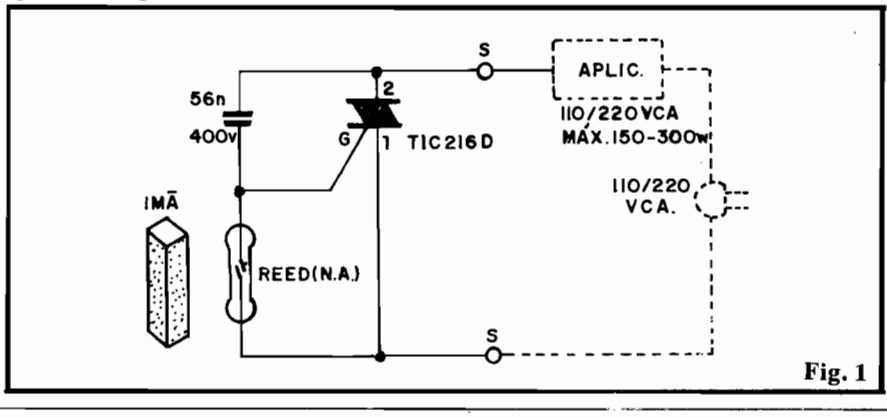

Fig. 1
– **FIG.1** – Diagrama esquemático do circuito do ALMACA. Será muito difícil (provavelmente **impossível**...) encontrar-se um circuito de alarme **tão** simples e – ao mesmo tempo – eficaz! Um TRIAC tem seu terminal de comando (**gate**) autorizado através de um capacitor (56n). Uma ampola REED (interruptor magnético de lâminas), entretanto, pode, na presença do campo magnético de um pequeno ímã próximo, "aterrar" o dito terminal de **gate** do TRIAC, com o que este permanece "cortado"... Removendo-se o ímã da proximidade do REED (basta um pequeno afastamento...), o TRIAC é automaticamente autorizado (via capacitor, conforme já foi dito), acionando a carga. Esta pode ser **qualquer** dispositivo normalmente alimentado pela C.A. (110 ou 220 volts), campainhas, lâmpadas, solenóides, motores, etc., desde que numa wattagem máxima de 150W (em 110) ou 300W (em 220), lembrando que tais parâmetros máximos podem ser ampliados (dobrados, na prática...) pela simples adaptação de um conveniente dissipador de calor ao TRIAC (não previsto no projeto em sua forma básica).